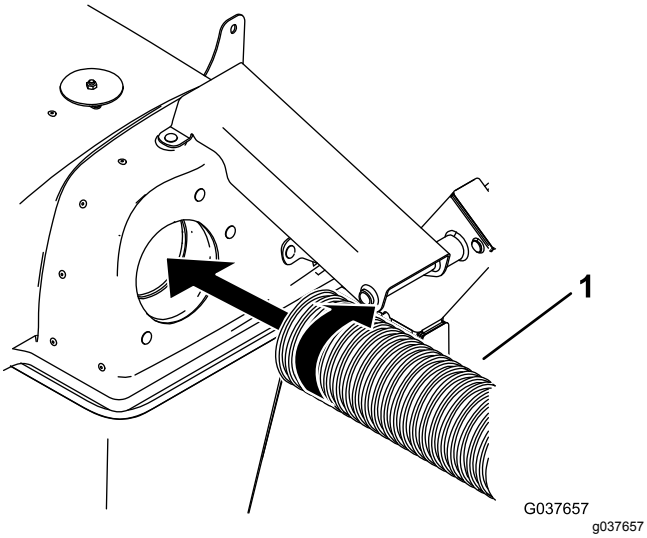

Figura 9
3. Enrosque un extremo del tubo en la tapa hasta que quede firme (Figura 9).